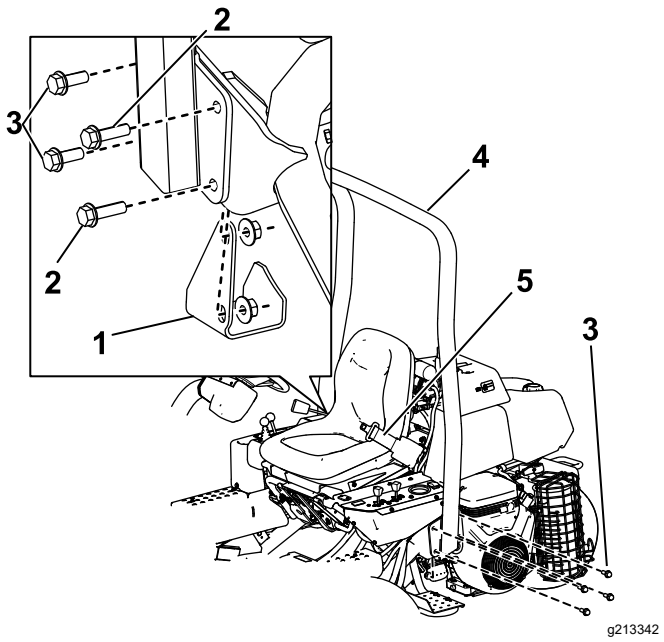

Figura 4
2. Baje la barra anti-vuelco (Figura 4) sobre los soportes de montaje, alineando los taladros de montaje.
3. Sujete cada lado de la barra antivuelco al soporte de montaje con 4 pernos (½" x 1½") y contratuercas (Figura 4).
5. Sujete el lado derecho de la barra antivuelco y el apoyo del gato que retiró anteriormente al soporte de montaje con 2 pernos (½" x 1½"), 2 pernos (½" x 1¾") y contratuercas, según se muestra en la Figura 4.